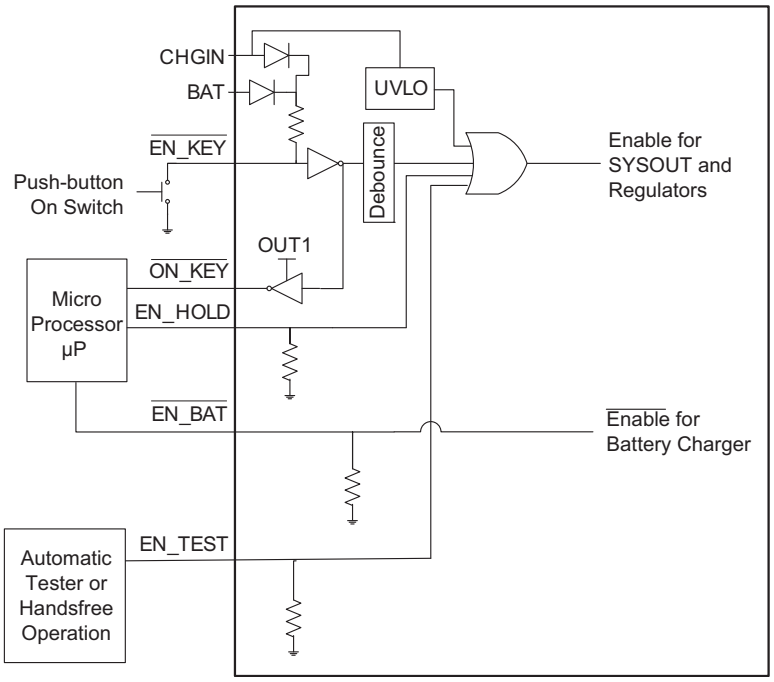

Figure 1: Enable Function Detailed Schematic.
The AAT2601 and AAT2601A support a variety of push-button or enable/disable schemes. A typical startup and shutdown process proceeds as follows (referring to Figures 1 and 2): System startup is initiated whenever one of the following conditions occurs:
The startup sequence for the AAT2601 and AAT2601A core (Buck and LDO1) is typically initiated by pulling the $\overline{\text{EN_KEY}}$ pin low with a pushbutton switch as shown in Figure 1. The Buck (Core) is the first block to be turned on. When the output of the Buck reaches 90% of its final value, then LDO1 is enabled. When LDO1 (PowerDigital) reaches 90% of its final value, the 65ms RESET timer is initiated holding the microprocessor in reset. When the $\overline{\text{RESET}}$ pin goes High, the µP can begin a power up sequence. After the startup sequence has commenced, LDO2 (PowerAnalog), LDO3 (TCXO), LDO4 (TX) and LDO5 (RX) can be enabled and disabled as desired using their independent enable pins, even while the Buck and LDO1 are still starting up. However, if they are shut down, then LDO2, LDO3, LDO4, and LDO5 cannot be enabled. The µP must pull the EN_HOLD signal high before the $\overline{\text{EN_KEY}}$ signal can be released by the push-button. This procedure requires that the push-button be held until the µP assumes control of EN_HOLD, providing protection against inadvertent momentary assertions of the pushbutton. Once EN_HOLD is high the startup sequence is complete. If the µP is unable to complete its power-up routine successfully before the user lets go of the push-button, the AAT2601 will automatically shut itself down. ($\overline{\text{EN_KEY}}$ and EN_HOLD are OR'd internally to enable the two core converters.)